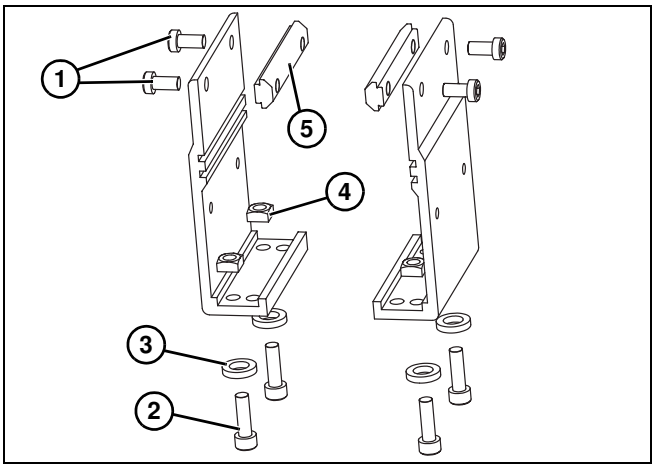
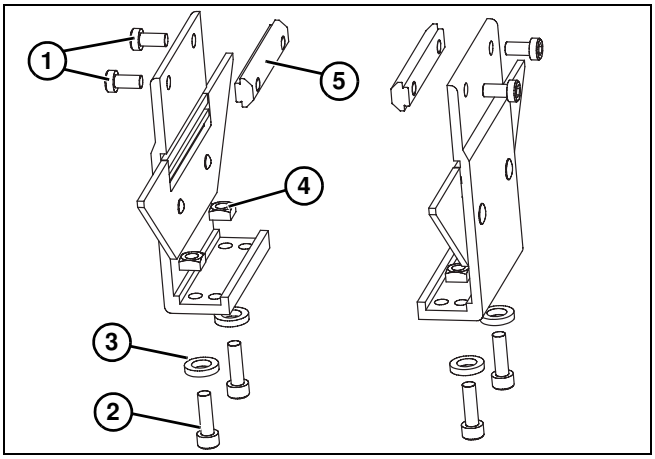
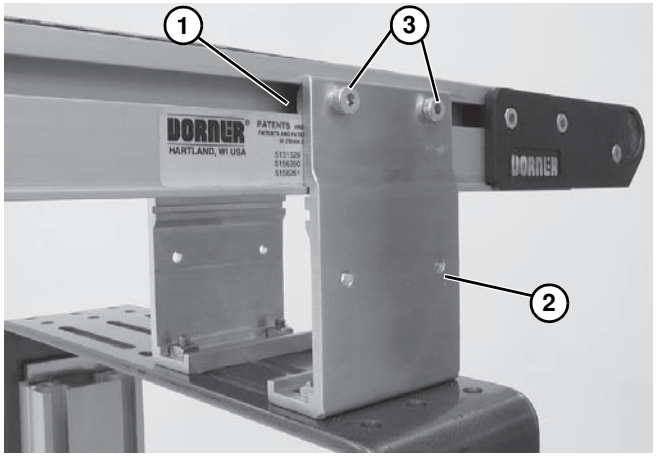

Abbildung 9
Abbildung 10
Abbildung 11
1. Halterung finden. Explosionsdarstellungen sind in Abbildung 9 & Abbildung 10 gezeigt.
2. Schrauben **(Abbildung 9, Teil 1 & 2)** & **(Abbildung 10, Teil 1 & 2)**, Unterlegscheiben **(Abbildung 9, Teil 3)** & **(Abbildung 10, Teil 3)**, Muttern **(Abbildung 9, Teil 4)** & **(Abbildung 10, Teil 4)** und T-Schienen **(Abbildung 9, Teil 5)** & **(Abbildung 10, Teil 5)** von Halterungen entfernen.
3. T-Schienen **(Abbildung 9, Teil 5)** & **(Abbildung 10, Teil 5)** in die Seitenschlitze am Förderband **(Abbildung 11, Teil 1)** einsetzen. Halterungen **(Abbildung 11, Teil 2)** mit Befestigungsschrauben am Förderband **(Abbildung 11, Teil 3)** befestigen.
4. Halterungen an Stützfuß mit Befestigungsschrauben **(Abbildung 9, Teil 2)**, Unterlegscheiben **(Abbildung 9, Teil 3)** und Muttern **(Abbildung 9, Teil 4)** befestigen.